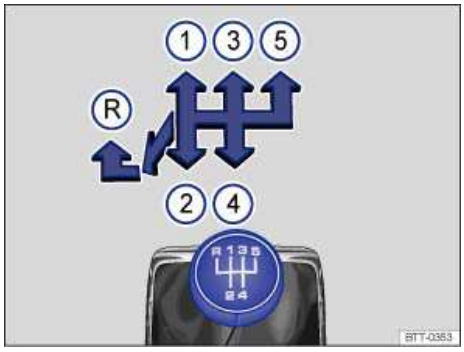
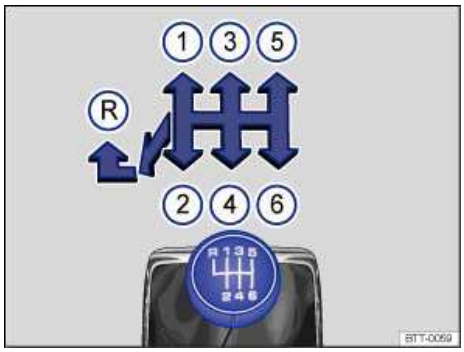

Fig. 119 Gearshift pattern of a 5-speed manual transmission.
Fig. 120 Gearshift pattern of a 6-speed manual transmission.
The positions of the individual gears are shown on the gearshift lever ⇒ fig. 119 or ⇒ fig. 120.
- Move the shift lever to the left and then push forward into the reverse gear position ⇒fig. 119 (R) or ⇒fig. 120 (R).